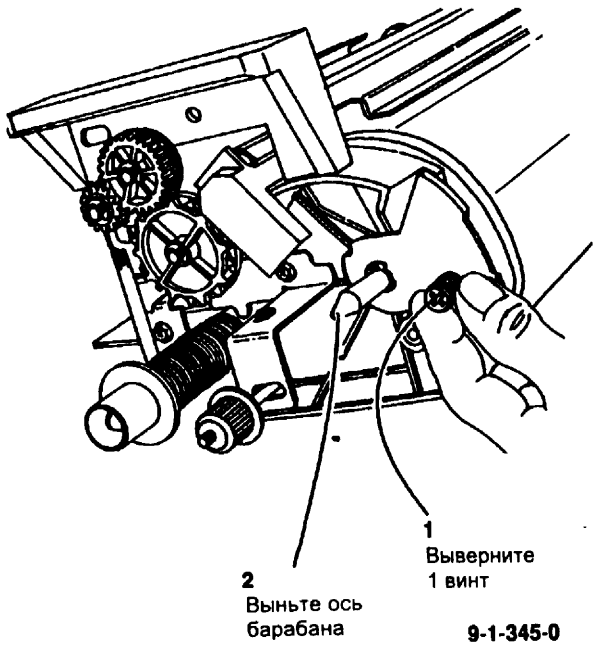

Рис. 1 Снятие винта и оси барабана
3. (Рис. 1) Выверните винт и снимите ось барабана.